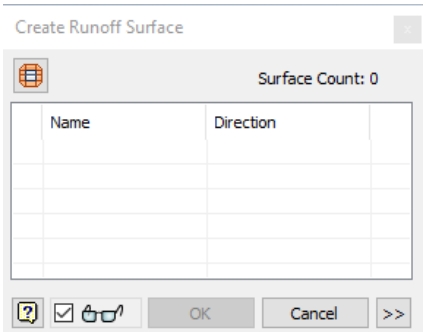

Figure 19-55 *The* ***Create Runoff Surface*** *dialog box*
1. Choose the **Create Runoff Surface** tool from the **Parting Design** panel in the **Core/Cavity** contextual tab of the **Ribbon**; the **Create Runoff Surface** dialog box is displayed, as shown in Figure 19-55.